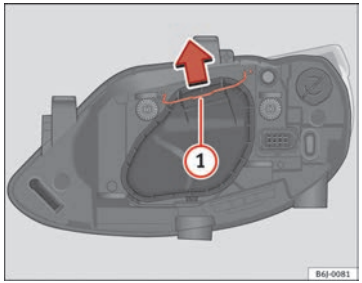

Fig. 147 Dipped beam/main beam, single headlight
– Move the loop ⇒ fig. 147 (1) in the direction of the arrow and remove the cover. ▶
– Move the loop ⇒ fig. 147 ① in the direction of the arrow and remove the cover.